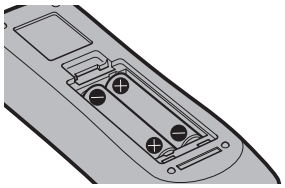

Figura 2
**2) Introduzca las pilas y cierre la tapa (introduzca primero el lado ⊖). (Figura 2)**